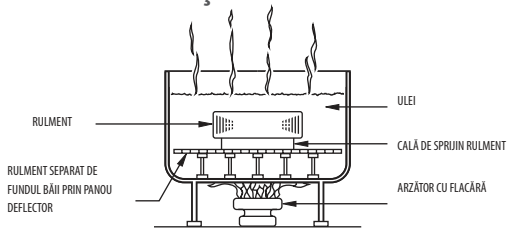

Fig. 16. Metoda dilatării termice.
- Baia de ulei este prezentată în fig. 16. Rulmentul nu trebuie să vină în contact direct cu sursa de căldură.